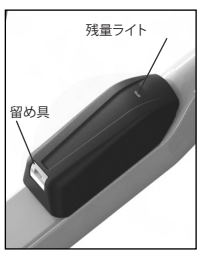
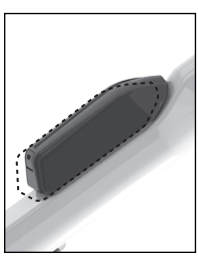

図2
図3
1.留め具（図2）を押したままにして、バッテリーパックをダウンチューブに沿って約5mm(1/3")(図3)ずらします。
2.バッテリーパックを、固定フック（図5）同士が一直線に並ぶよう、ドックの取り付け位置上（図3）に置きます。
バッテリーパック（図2）がバイクに接続している場合、ドックはバッテリーパックの真下にあります。